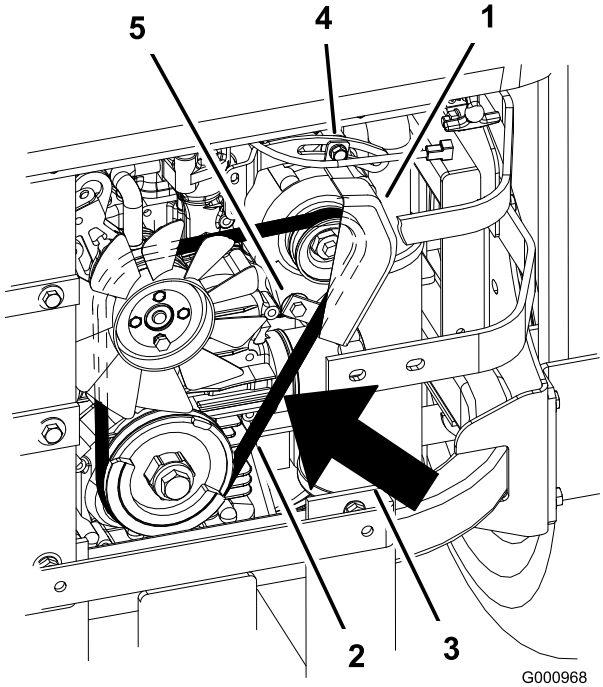

Figuur 72
2. Beweeg de wisselstroomdynamo naar buiten totdat de riem tussen de motor en de poelies van de wisselstroomdynamo een speling van 7 tot 9 mm heeft als deze wordt ingedrukt met een kracht van 10 kg (Figuur 72).
5. Als de speling correct is, draait u de onderste en bovenste bout vast (Figuur 72).